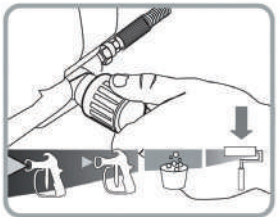

Рис. 37
2. Установите регулятор давления на минимальное значение (рис. 37).